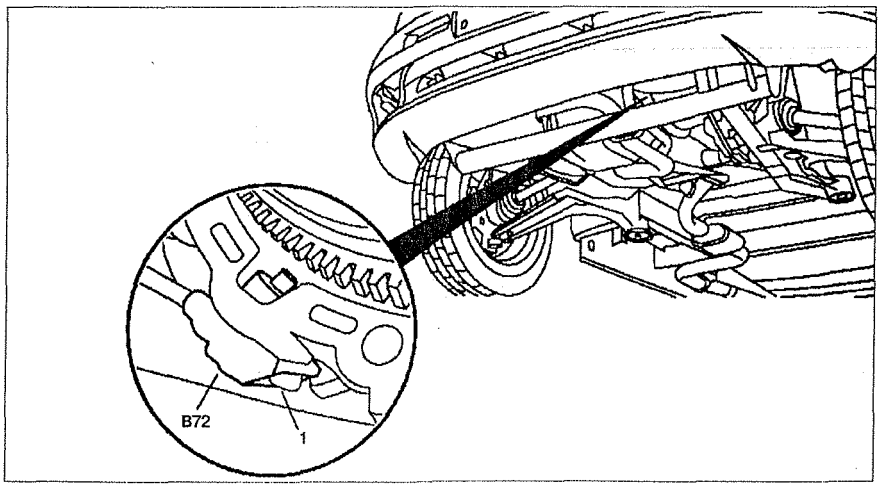

Рис. 4.61. Датчик скорости автомобиля:
3. Открутите болт **1** (см.рис.4.61).